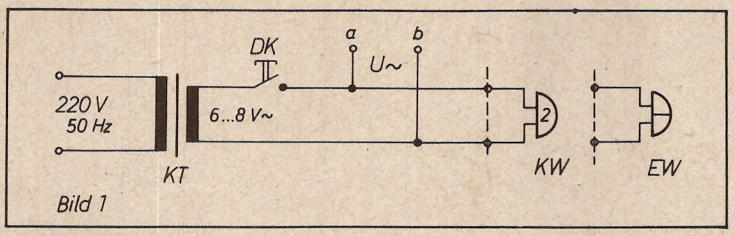
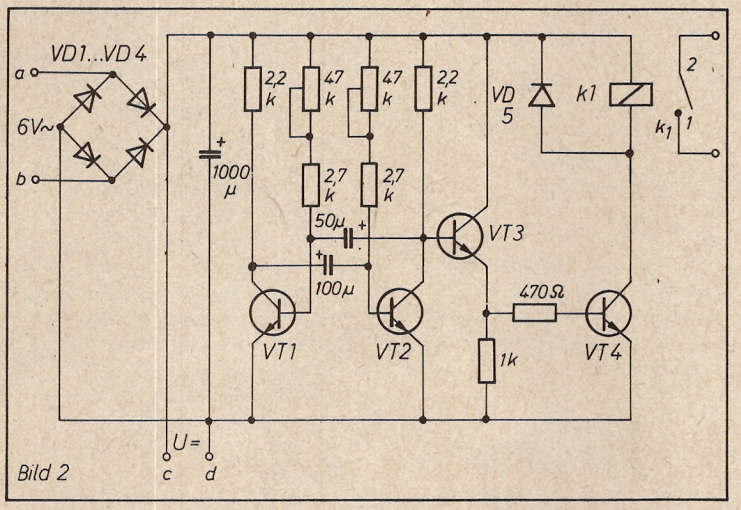
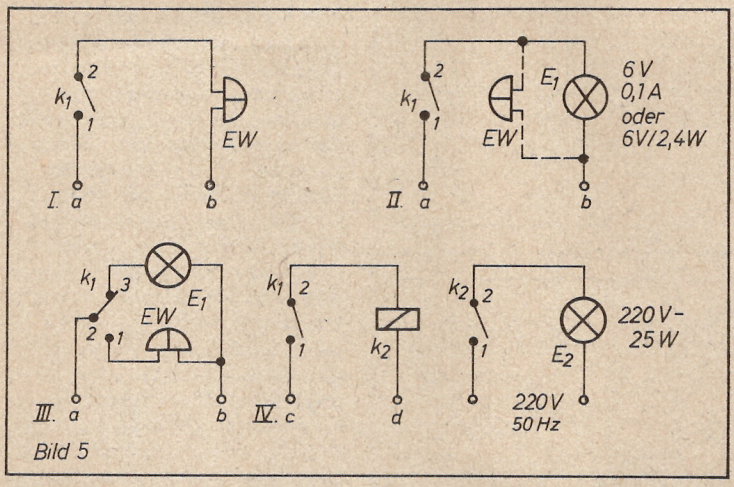
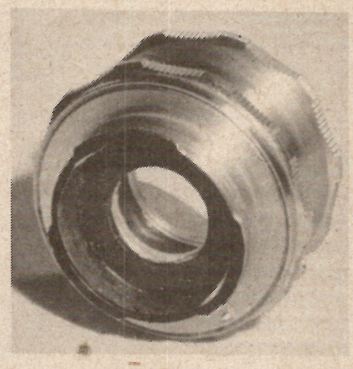

Bild 1
Bild 2
Bild 5
Bild 3: Der Konverter von hinten gesehen
An die Z-Diode D4 wird eine Gleichspannung von etwa 12 V angelegt **(Bild 5)**.
Wie kann man nun eine bessere Wahrnehmung des Gongs realisieren? Betrachten wir dazu **Bild 1**, in dem die Schaltung der Hausklingelanlage dargestellt ist. Mit KT ist der Klingeltrafo bezeichnet, der eine Wechselspannung von 6 V oder 8 V an der Sekundärwicklung abgibt. An dieser Sekundärwicklung liegen in Reihenschaltung der Druckknopfschalter (DK) und der Klingelwecker (KW) bzw. der Einschlagwecker (EW). In der Zeit, wo der Druckknopfschalter geschlossen ist, ertönt der Klingelwecker dauernd, dagegen aber nur ein einzelner Gongschlag des Einschlagweckers.
Insofern ist der Klingelwecker dem Einschlagwecker deutlich überlegen. Man muß deshalb erreichen, daß während des Drückens des Klingeltasters der Gong mehrmals ertönt. Hierzu bietet sich eine elektronische Lösung an, die es übernimmt, den Gong mehrfach ertönen zu lassen. Ausgangspunkt sind im **Bild 1** die Anschlüsse a und b, an denen immer dann eine Wechselspannung von 6 V auftritt, wenn der Druckknopfschalter geschlossen ist (KW oder EW abgetrennt). Diese Spannung kann man gleichrichten, und mit ihr dann eine Multivibratorschaltung betreiben, die einen Schaltverstärker steuert. Am Ausgang des Schaltverstärkers wird ein Relais impulsförmig erregt, und mit dem Relaiskontakt der Einschlagwecker an die Anschlüsse a und b geschaltet. Je nach Impulsfolge ertönt also der Gong mehrfach. Den Stromlaufplan einer solchen Schaltung zeigt **Bild 2.**
Für den Aufbau der kompletten Schaltung wurde eine Leiterplatte mit den Abmessungen 50 × 115 mm gestaltet. **Bild 3** zeigt die Leitungsführung der Leiterplatte (Kupferseite) und **Bild 4** den Bestückungsplan (Bestückungsseite). Wie der Einschlagwecker über die Relaiskontakte 1/2 an die 6-V-Wechselspannung anzuschließen ist, zeigt die Variante I im **Bild 5**. Solange der Druckknopfschalter gedrückt ist, arbeitet diese elektronische Schaltung, wobei der Gong mehrmals ertönt. Bei offenem Druckknopfschalter ist die Anlage stromlos.
Anstelle des Einschlagweckers kann mit den Relaiskontakten 1/2 auch eine Niedervoltlampe (6 V) an die 6-V-Wechselspannung geschaltet werden; siehe dazu Variante II im **Bild 5**. Diese Lampe leuchtet entsprechend den eingestellten Werten von Impulsdauer und Impulsabstand auf, so daß man auf sehr einfache Weise eine Lichtklingel realisiert hat. Diese ist besonders geeignet für Schwerhörige oder als Zusatzsignalisierung beim Fernsehen oder Radiohören.
Hat das Relais K 1 einen Umschaltkontakt 1/2/3, so kann entsprechend Variante III im **Bild 5** sowohl die Lichtklingel als auch der Einschlagwecker wechselseitig arbeiten, z. B. in getrennten Räumen. Während der Impulsdauer ertönt der Einschlagwecker, in der Impulspause leuchtet die Lampe E 1. Bei Variante II im **Bild 5** arbeiten Einschlagwecker EW und Lampe E 1 gleichzeitig während der Impulsdauer, da sie parallelgeschaltet sind. Weil bei geöffnetem Druckknopfschalter DK die Anlage stromlos ist, wird über den Ruhekontakt 2/3 in Variante III auch die Lampe E 1 stromlos.
Das Aufleuchten einer Niedervoltlampe ist infolge der geringen Lichtleistung oft nicht ausreichend. Dazu benötigt man Lampen größerer Leistung mit 220 V-Netzspannung. Zweckmäßigerweise schaltet man dazu ein Relais (K2) nach, das einen entsprechend belastbaren Kontaktsatz hat. Zu diesem Zweck wurden bei der Schaltung **(Bild 2)** die Anschlüsse c und d vorgesehen, an denen die Gleichspannung 8 V anliegt. Entsprechend Variante IV im **Bild 5** wird mit den Relaiskontakten 1/2 des Relais K 1 das Relais K 2 impulsförmig erregt. Da bei Anwendung der Variante IV Netzbetrieb vorliegt, sind die einschlägigen Vorschriften zu beachten. Bei größeren Hausanlagen (z. B. in Hochhäusern) ist die für den Wecker zur Verfügung stehende Wechselspannung meist größer als 6 bis 8 V, das sollte beachtet werden. Außerdem sollte man sich die Erlaubnis erteilen lassen, wenn man den Einschlagwecker durch die beschriebene Elektronik ergänzen will.